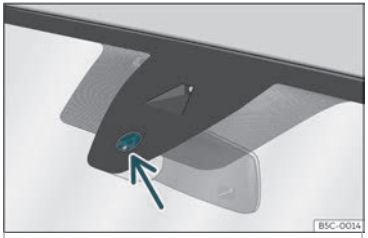

Abb. 96 Sensitive Fläche des Regensensors.
Mögliche Ursachen für Störungen und Fehlinterpretationen *im Bereich der sensitiven Fläche*››› **Abb. 96** des Regensensors sind u. a.:
- **Sensitive Fläche des Regensensors** **›› Abb. 96****regelmäßig reinigen und Scheibenwischerblätter auf Beschädigungen prüfen (Pfeil).**